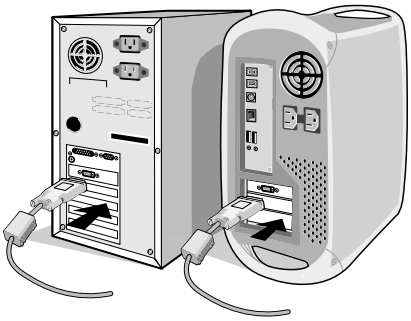

Figure B.1
3. **Pour un PC ou un Mac équipé d'une sortie numérique DVI :** Branchez le câble signal DVI (non inclus) au connecteur de la carte graphique de votre système (**Figure B.1**). Serrez toutes les vis.